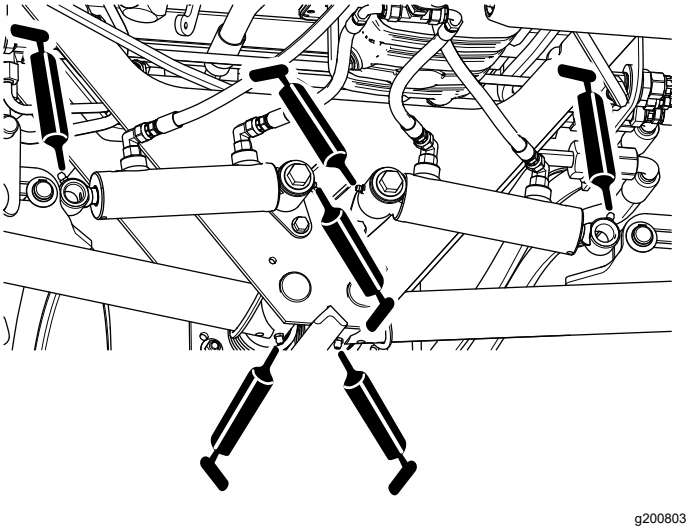

**Figur 58**
- Bakre lyftarmstappar och lyftcylindrar (tre per sida), se Figur 58.